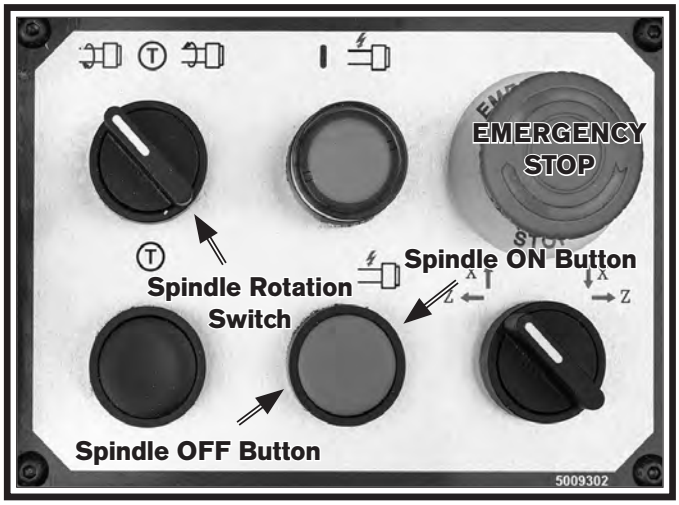

Figure 27. Carriage control panel.
17. On carriage control panel, turn Spindle Rotation switch to left for normal rotation (see **Figure 27)**.
18. On carriage control panel, push green Spindle ON button (see **Figure 27)**.